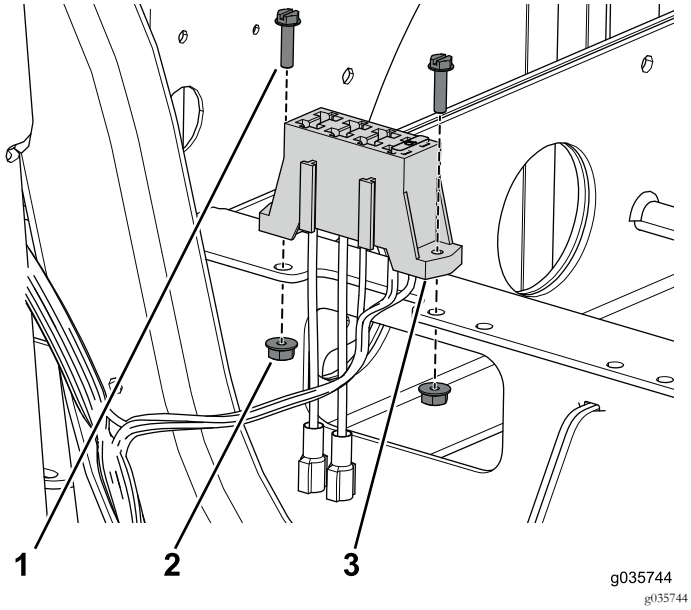

Bild 83
3. Befestigen Sie den Sicherungsblock mit den zwei Schrauben und Muttern am vorderen Batteriefach (Bild 83).